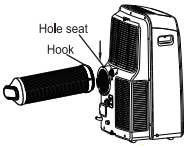

Fig.17
2. Reinserte el gancho de la manguera de escape en el agujero trasero de la salida de aire y deslice la manguera de escape hacia abajo en la dirección que señala la flecha. (Ver Fig.17).